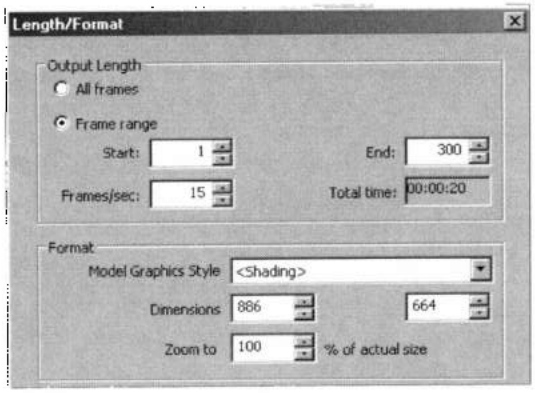

Рис. 4.12. *Отбор кадров и их форматирование для файла траектории камеры*
2. Из меню командой **Export > Image and Animated > Solar Study** открыть бокс **Length/Format** (рис. 4.12), в котором выполнить настройку.